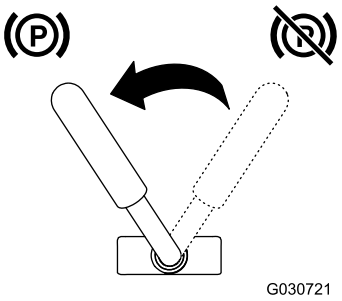

Rysunek 14
- Aby załączyć hamulec postojowy, przekręć dźwignię w lewo (Rysunek 14).